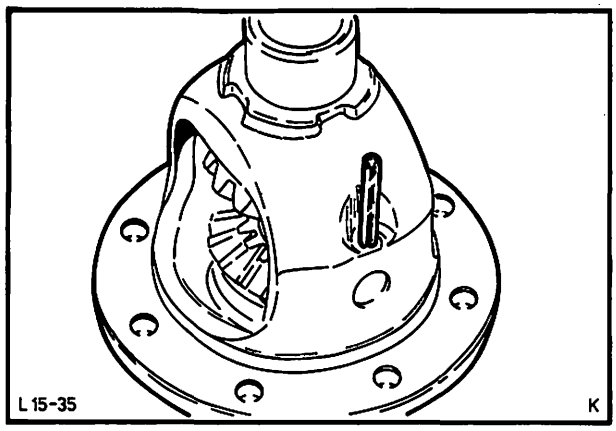

Abb. 56 Spannstift Ausgleichgetriebewelle
14. Spannstift, der die Welle – Ausgleichgetriebe im Gehäuse sichert, mit passendem Dorn heraustreiben, Abb. 56. Welle – Ausgleichgetriebe, Ausgleich- und Achswellenkegelräder ausbauen.
17. Welle Ausgleichgetriebe mit einem Spannstift sichern. Abb. 56.
Auf dem Stufenblock sind jeweils unter den einzelnen Stufen die Buchstaben der Hinterachscode eingraviert, Abb. 56. Vor der Messung der „K"-Hinterachse muß die Meßuhr auf dieser Stufe des Meßblocks auf „0" gestellt werden.